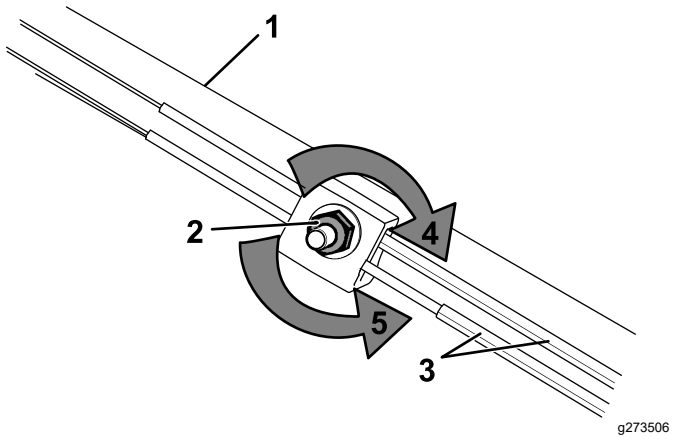

Figura 44
1. Gire la tuerca de ajuste en sentido antihorario para aflojar los ajustes de cables (Figura 44).
2. Ajuste la tensión de los cables (Figura 44) tirando de ellos hacia atrás o empujándolos hacia adelante, y sujételos en esa posición.